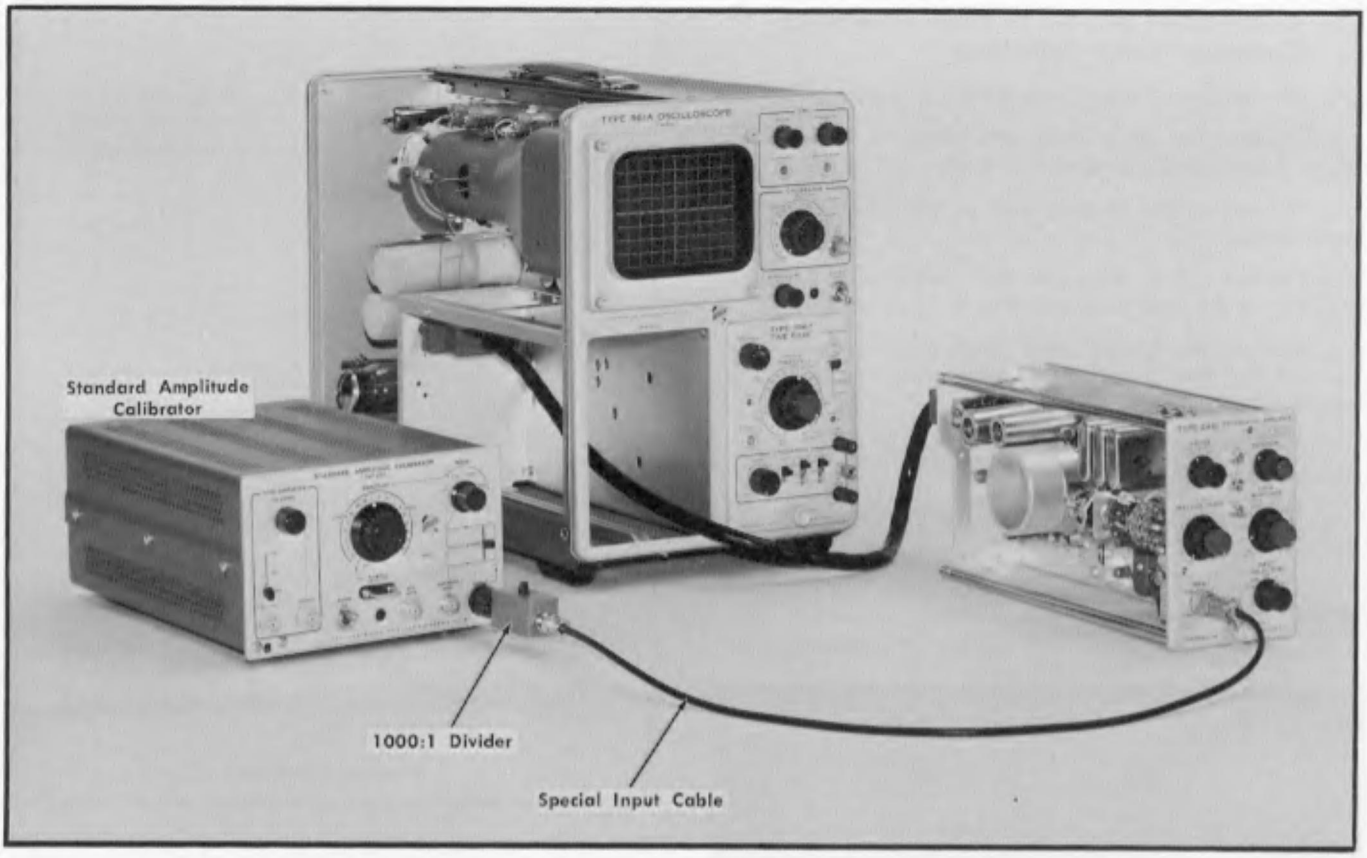

Fig. 6-16. Initial test equipment setup for step 11.
a. Test equipment setup is shown in Fig. 6-16.